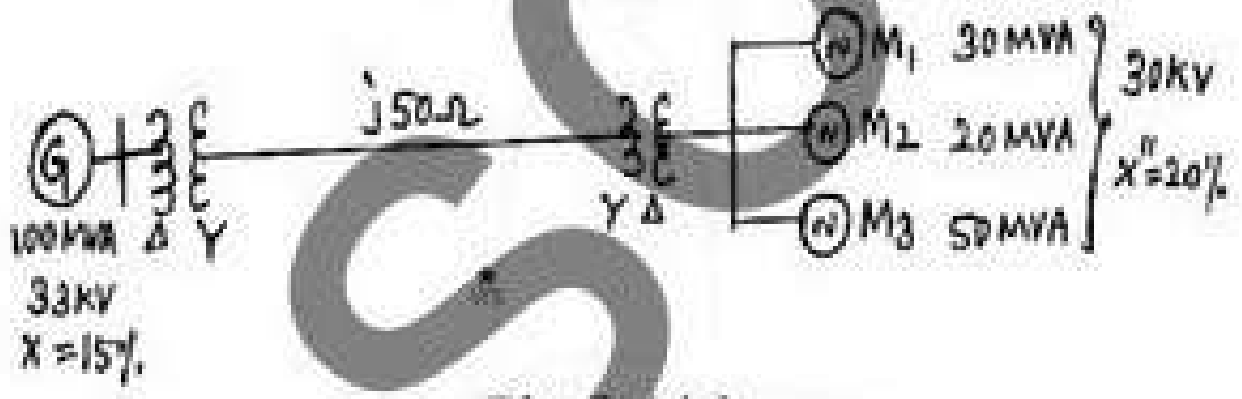

Fig.Q.1(c)
c. A 100MVA, 33KV 3ϕ generator has a subtransient reactance of 15%. The generator supplies 3 motors through a step-up transformer, transmission line, step-down transformer arrangement. The motors have rated inputs of 30MVA, 20MVA and 50MVA at 30KV with 20% subtransient reactance each. The three phase transformers are rated at 100MVA 32KV-Δ/110 KV-Y with 8% leakage reactance. The line has a reactance of 50Ω. By selecting the generator ratings as base in the generator circuit, determine the loose values in all other parts of the system, Hence evaluate the corresponding per unit values and draw the equivalent per unit reactance diagram. (Ref.Fig.Q.1(c)) **(08 Marks)**